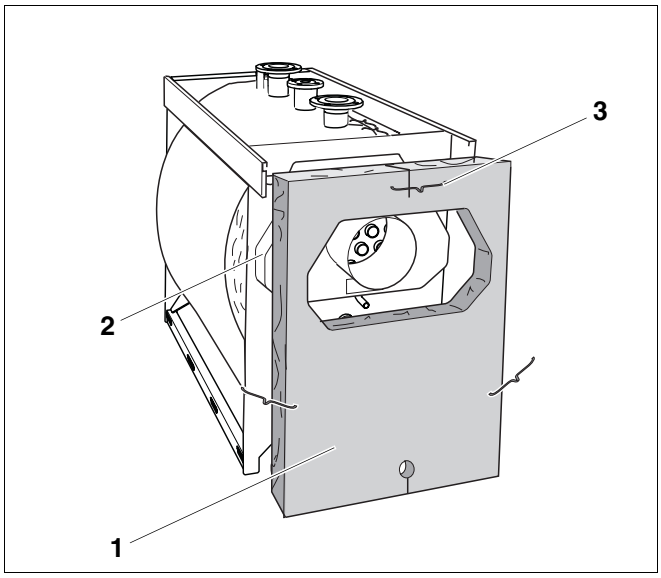

Rys. 24 Montaż izolacji cieplnej ścianki tylnej
- Nałożyć izolację cieplną ścianki tylnej (rys. 24, **poz. 1**) wycięciem na kolektor spalin (rys. 24, **poz. 2**) i zabezpieczyć klamrami (rys. 24, **poz. 3**).